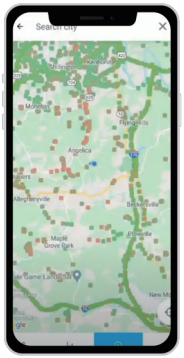

Figure 1
2) Insert your detail address in “Search city” box. (following figure 1)